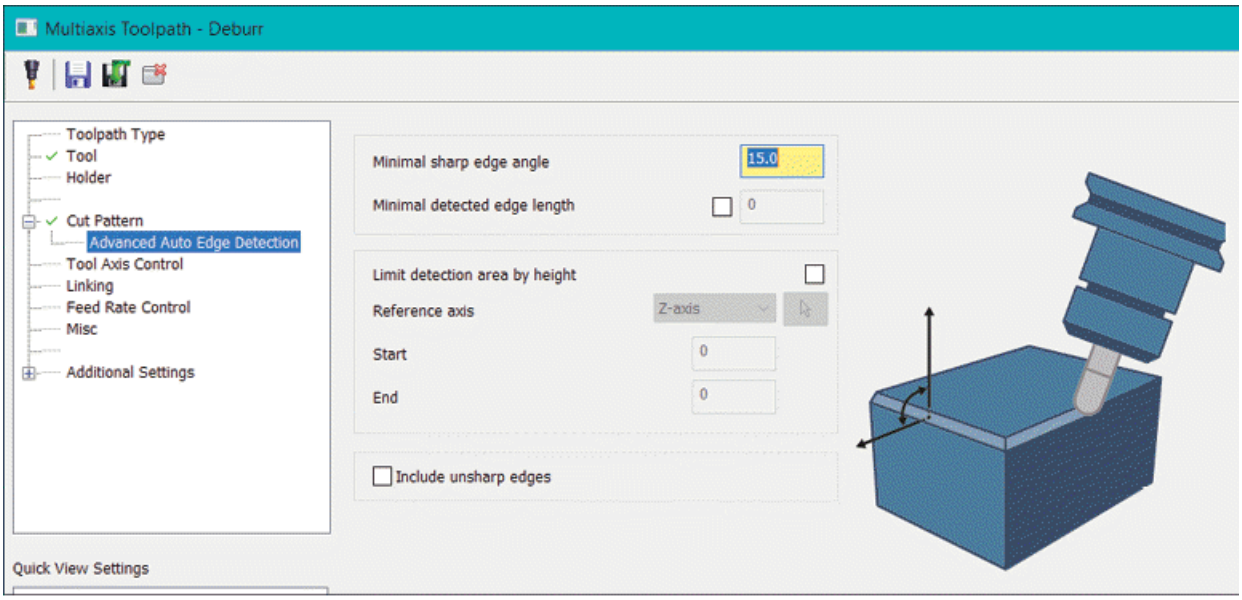

Figure-45. Advanced Auto Edge Detection page
- If you are using **Auto detect** option in **Edge definition** drop-down then specify the parameters for automatic edge detection in **Advanced Auto Edge Detection** page; refer to Figure-45. Specify the minimum angle and length for detection as edge.